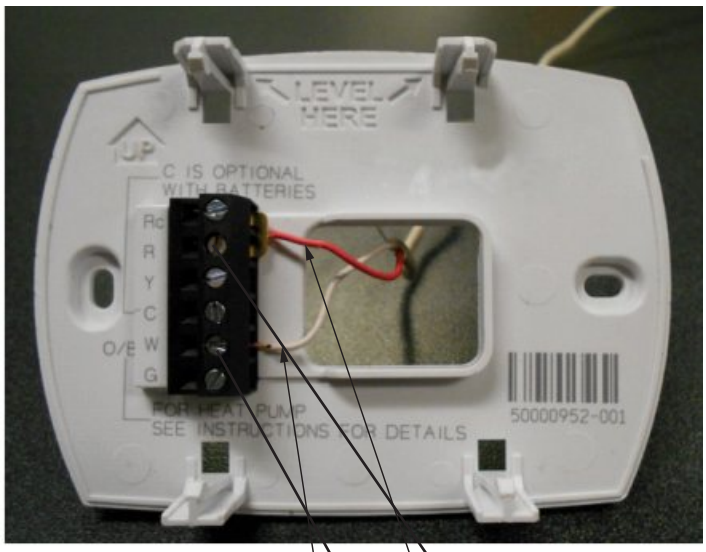

Figure 26.1
2. Connect your thermostat wire to the W and R terminals (see **Figure 26.1**)